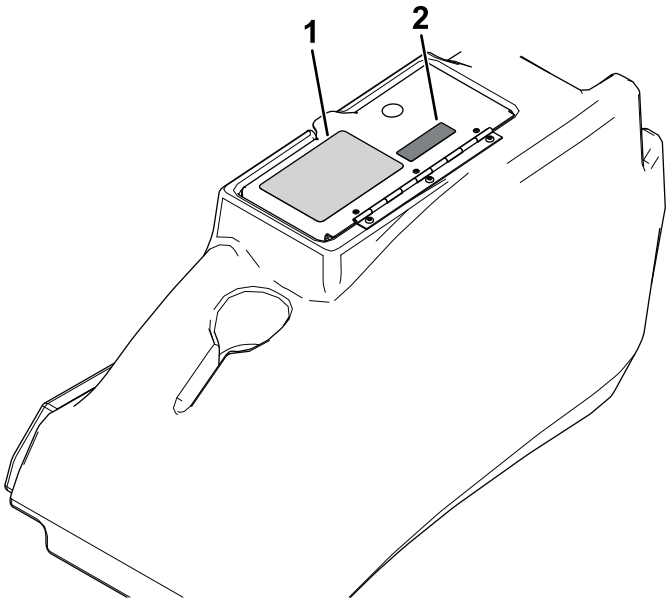

Figur 11
17. Montera lutningssensorsdekalen bredvid maskinens stabilitetsdekal på förvaringsutrymmets lock (Figur 11).